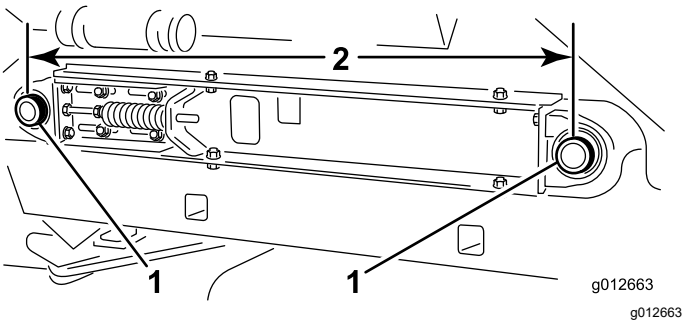

**Figur 26**
7. Mål avstanden mellom midtre punktene på båndvalseakslene på hver side av maskinen for å sikre at målingene er like (Figur 26).